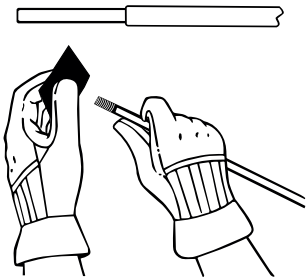

Fig. 1
2. Utilice tela esmeril para lijar ligeramente la superficie del extremo del núcleo de fibra de vidrio (Fig. 1).